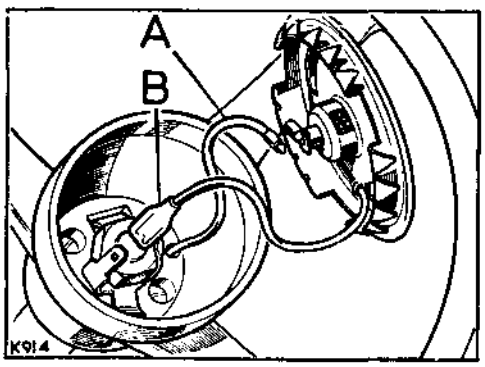

**Fig. G1-11. Electrical leads for horn push**
3. Connect the horn push leads to the tag washer and steering wheel centre and fit the centre to the steering wheel, see Fig. G1-11.